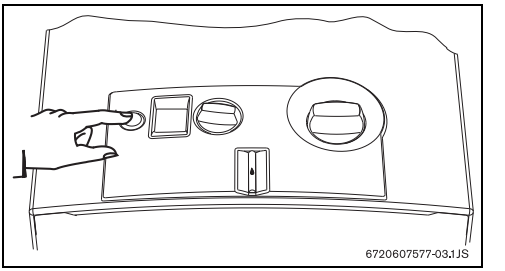

Рис. 5
► Для включения нажать кнопку вкл./выкл. (рис. 5).